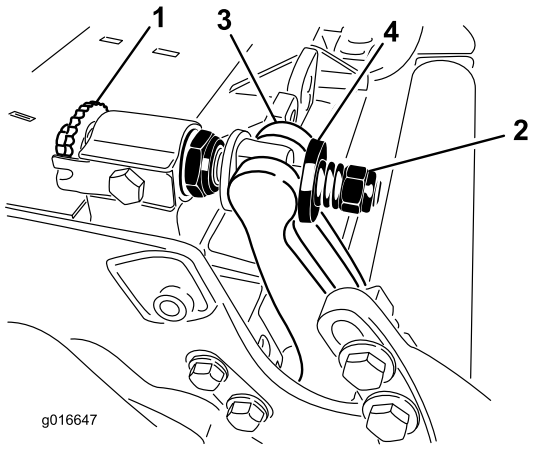

Figure 28
1. Turn bedbar adjuster screws counterclockwise to back the bedknife away from reel (Figure 28).
2. Back out the spring tension nut, until the washer is no longer tensioned against the bedbar (Figure 28).